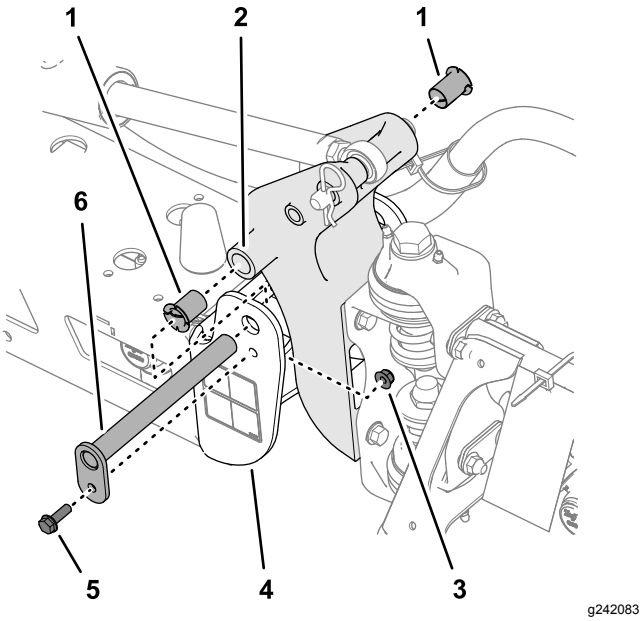

Figur 105
3. Lossa skruven och muttern som fäster svängtappen och ta bort tappen (Figur 105).
5. Ta bort nylonbussningarna från fram- och baksidan på tappfästet och undersök dem (Figur 105).
6. Smörj nylonbussningarna med lite olja och montera dem i tappfästet (Figur 105).
7. Rikta in hålen i tappfästet efter hålen i slutkanalen (Figur 105).